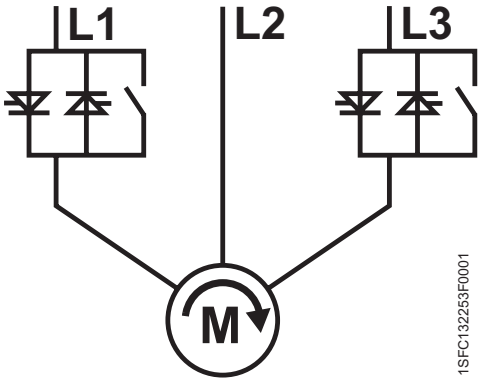

Figure 3.1: Integrated By-pass. Controlled phases 1 and 3 (L1 and L3).
- Integrated by-pass in phases L1 and L3, see figure 3.1.
- Thyristors are used on phases L1 and L3 for controlling the motor voltage. Phase L2 is directly connected to the motor, see figure 3.1.